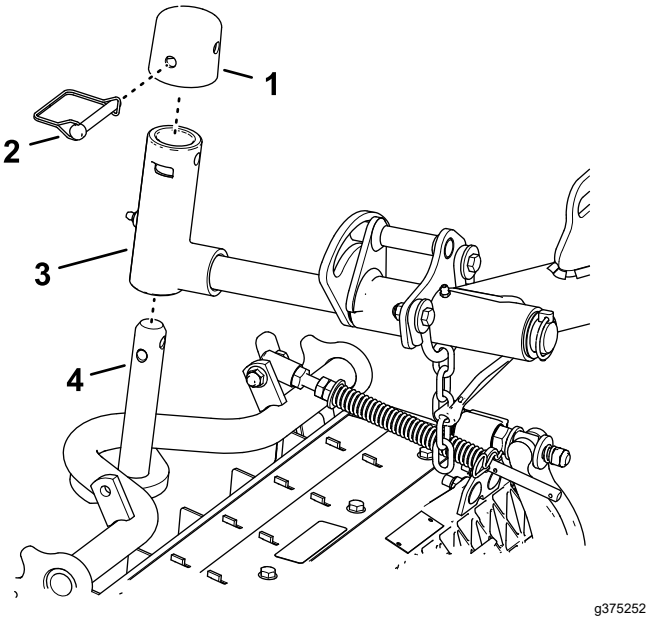

Рисунок 24
1. Подведите режущий блок под подъемный рычаг (Рисунок 24).
Фиксация оси поворота режущего блока для скашивания травы на склоне холма – заблокируйте оси поворота режущих блоков для предотвращения поворота режущих блоков вниз по склону во время скашивания поперек склона холма. Используйте отверстие в оси поворота подъемного рычага (Рисунок 24) для фиксации режущего блока. Используйте паз для поворота режущего блока.